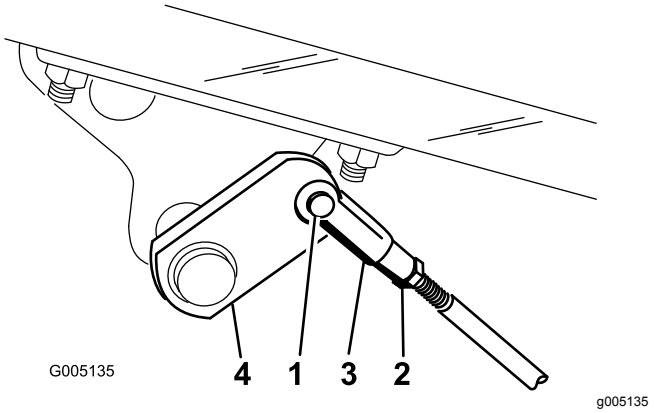

Figuur 56
2. Als de remmen niet in gelijke mate blokkeren, maakt u de remstangen los door de borgpen en de gaffelpen te verwijderen (Figuur 56).
3. Draai de contramoer los en stel de gaffel af (Figuur 56).
4. Monteer de gaffel aan de remas (Figuur 56).